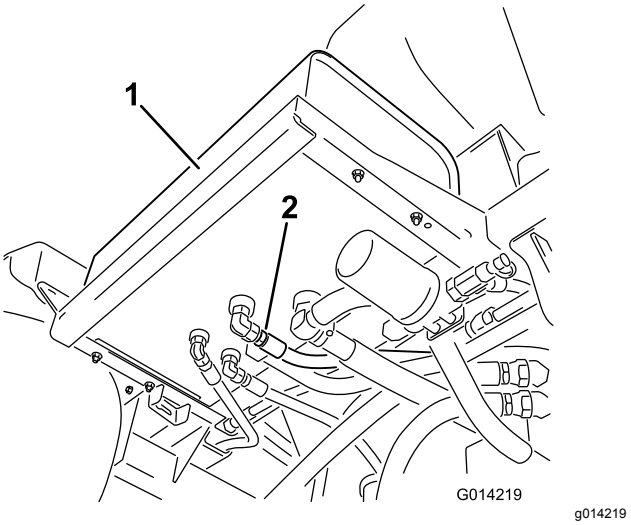

図 90
2. 油圧オイルタンクの底面についている油圧ホースフィッティングの周辺をきれいに拭く図 90。
4. ホースのフィッティングをタンクから外してオイルを容器に受ける図 90。